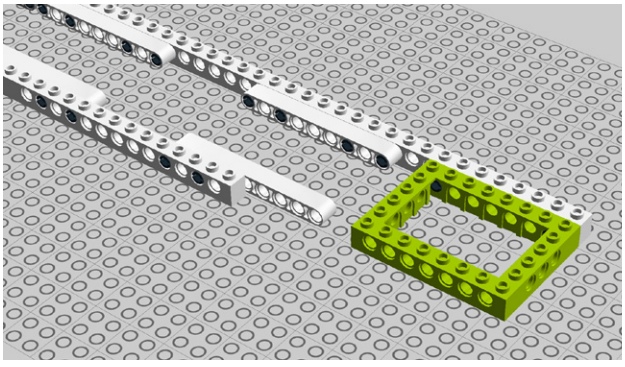

Figure 8-72. *Step 67: Connecting a brick*
67. Connect a 6x8 Technic brick as shown in Figure 8-72.